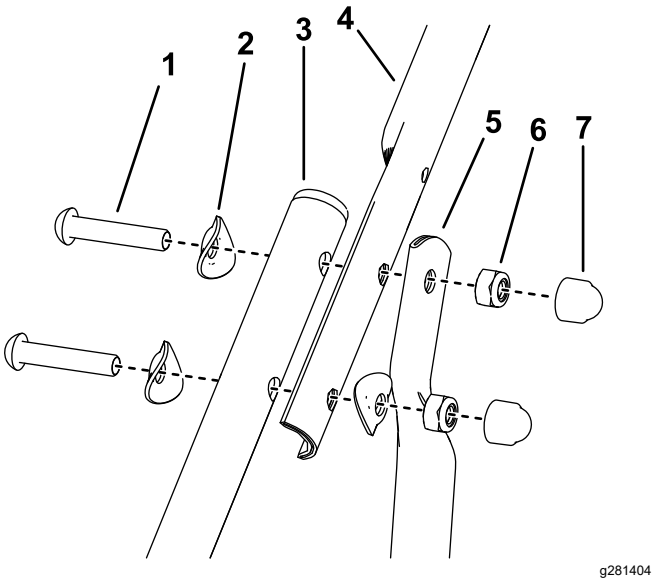

Figur 5
4. Monter de øvre håndtakene og toppen av støttehåndtakene til de nedre håndtakene med tre koppskiver, to bolter og to sekskantlåsemuttere på hver side (Figur 5).